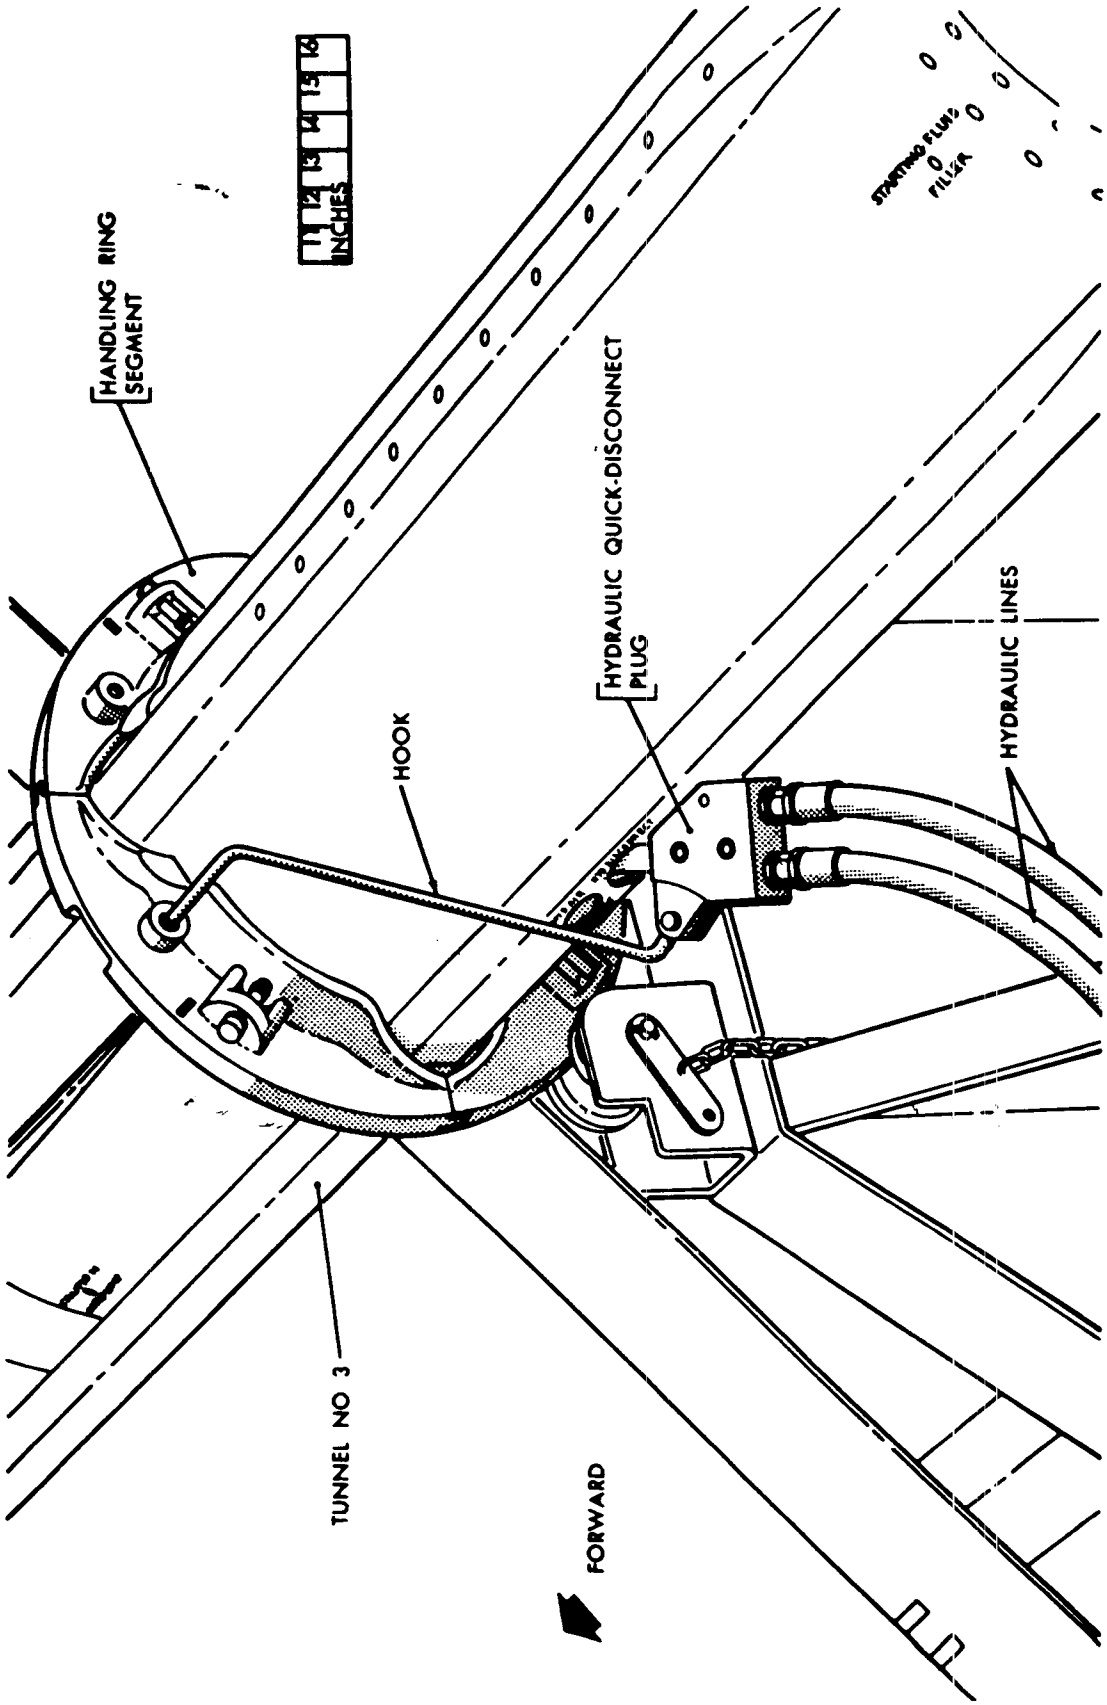

*Figure 158. Attachment of hydraulic quick-disconnect plug.*
**1** removes the rubber plug from the hydraulic port in the aft end of the missile and inserts the quick-disconnect plug from the test stand into the missile hydraulic ground power receptacle. Lock the quick-disconnect plug in place by fastening the lock rod to the handling ring (fig. 158).